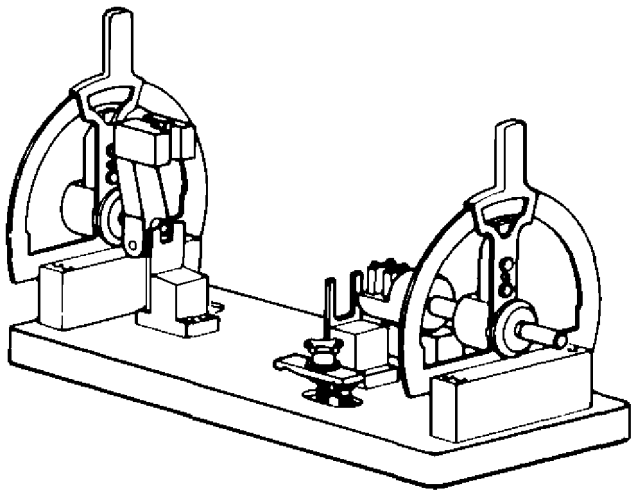
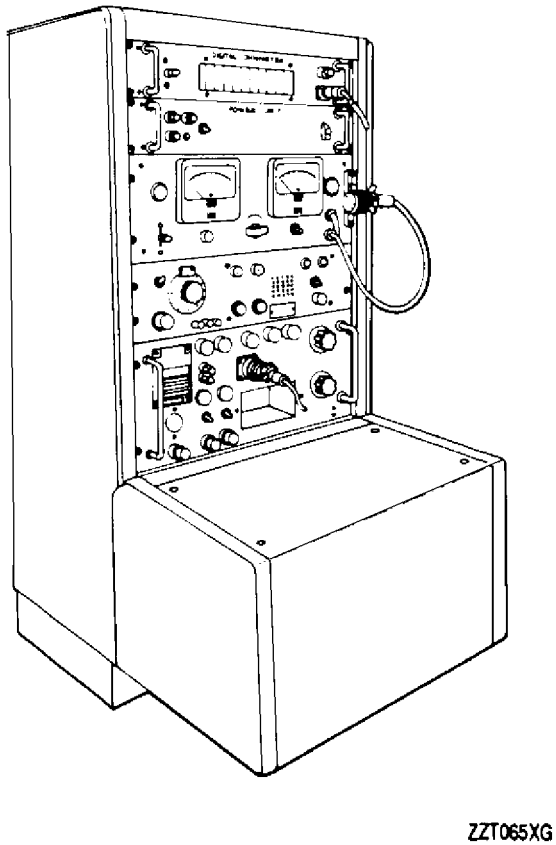

Figure 18. 6799335 Coordinator Positioning Fixture
Figure 26. 6799286 Coordinator Test Stand
f. Apply a thin coating of PL32M sealing compound to rear mating surface of plate (56) and electrical connector mounting surface of variable resistor and gear assembly (58).
g. Install variable resistor and gear assembly on inside of coordinator housing. Secure connector with retainer plate (57) screws (54) and washers (55). Torque screws to 8 − 10 lb in. Lockwire (MS20995C20) screws. (QA)
h. Install potentiometer adapter (47) on variable resistor and gear assembly with screws (48) and washers (49). Finger tighten screws.
i. Install potentiometer adapter, screws (49) and washers (51). Torque screws to 22 − 26 lb in. Lockwire (MS20995C20) screws. (QA)
j. Lubricate preassembled discriminator assembly (29) per paragraph 17, this WP.
k. Install feather control cam (34) on discriminator assembly. Do not install spring (36) at this time.
(1) Clamp coordinator housing (62) firmly to 6799335 fixture (figure 18).
a. Install coordinator control assembly in 6799335 positioning fixture (figure 18) and using 6799286 test stand (figure 26), test as follows: